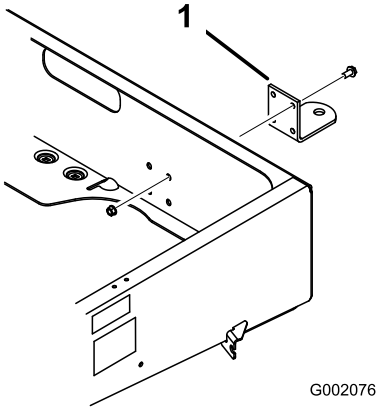

Figur 7
2. Rett inn koplingen med monteringshullene på rammen. Feste koplingen med skruene og mutterene (Figur 7).